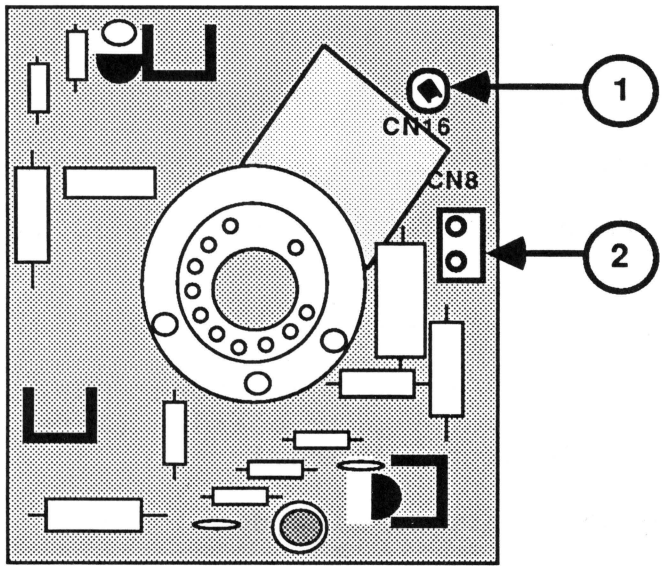

FIGURE 11
13. Turn the socket board so that you can see the component side, as shown in Figure 11.
14. Disconnect CN16 (Figure 11, #1) from the CRT socket board.
3. Turn the CRT socket board so that you can see the component side. (See Figure 11 on the preceding page.)
a) CN8 -- Figure 11, #2 (the connector with two wires that are soldered at their other end to the logic board).
b) Connect the remaining black single connector to CN16 on the CRT socket board (Figure 11, #1). This is the connector attached to the green CRT ground strap at the side of the monitor.